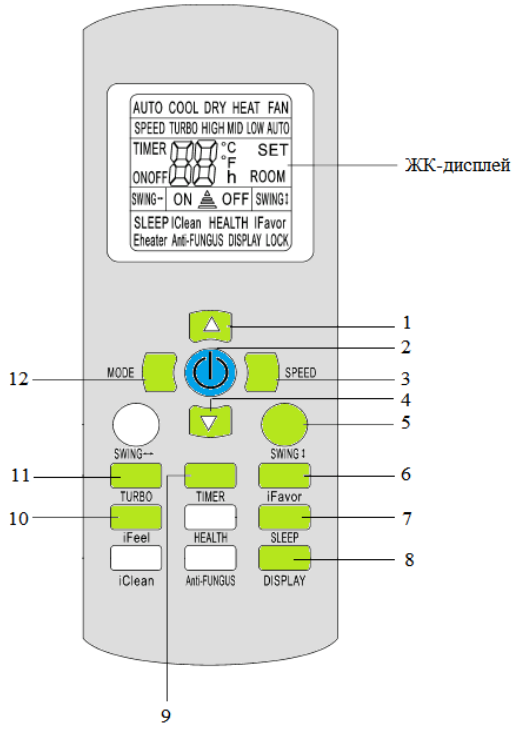

*Рисунок 7.1*
- **ИК- пульт управления RC-001E (YKR-P/001E)** (рис.7.1)
## 7.1 ИК-пульт RC-001E (YKR-P/001E)(рис.7.1)